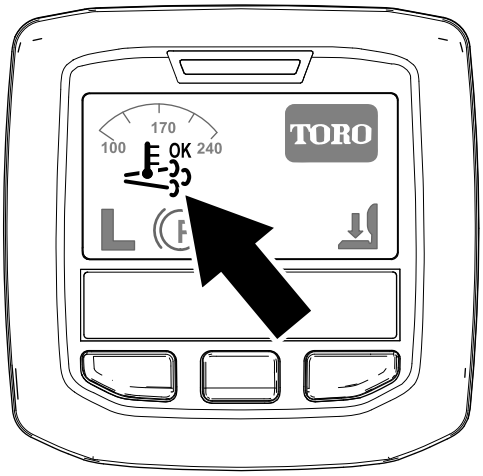

Figur 25
- Symbolen för stöd-/återställningsregenerering visas i InfoCenter (Figur 25).